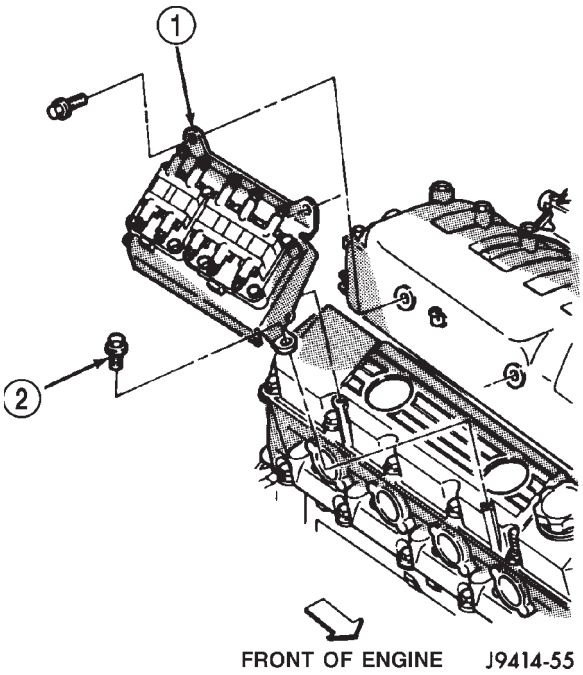
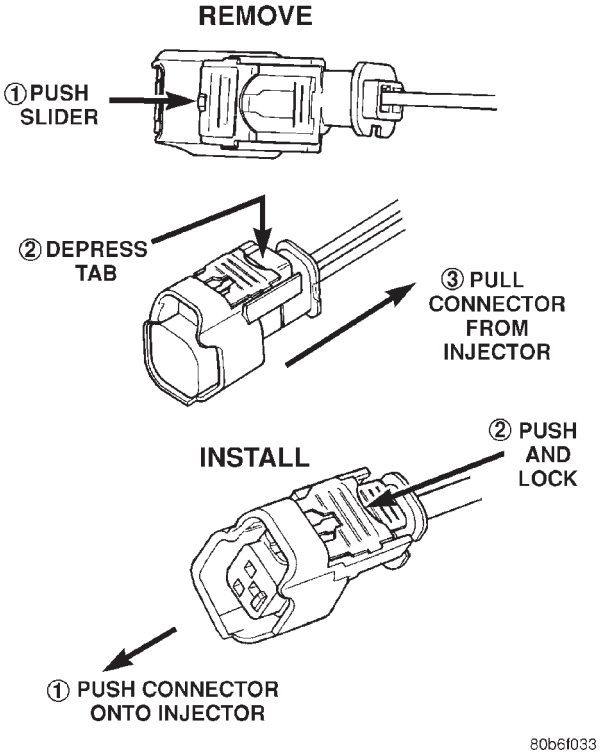

Fig. 29 Ignition Coil Pack and Mounting Bracket—8.0L V-10 Engine
Fig. 30 Remove/Install Fuel Injector Connector
(1) Remove negative battery cable at battery.
(2) Remove air cleaner housing and tube.
(3) Perform fuel pressure release procedure. Refer to Fuel Delivery System section of this group.
(4) Disconnect throttle body linkage and remove throttle body from intake manifold. Refer to Throttle Body removal in this group.
(5) Remove ignition coil pack and bracket assembly (Fig. 29) at intake manifold and right engine valve cover (four bolts).
(6) Remove upper half of intake manifold. Refer to Engines for procedures.
(7) Disconnect electrical connectors at all fuel injectors. To remove connector refer to (Fig. 30). Push red colored slider away from injector (1). While pushing slider, depress tab (2) and remove connector (3) from injector. The factory fuel injection wiring harness is numerically tagged (INJ 1, INJ 2, etc.) for injector position identification.
(8) Disconnect fuel line quick-connect fitting at left-rear end of fuel rail. A special 3/8 inch fuel line disconnection tool will be necessary.
(3) Position the fuel rail/fuel injector assembly to the injector openings on the intake manifold.
(4) Guide each injector into the intake manifold. Be careful not to tear the injector o-ring.
(5) Push the **right** fuel rail down until fuel injectors have bottomed on injector shoulder. Push the **left** fuel rail down until fuel injectors have bottomed on injector shoulder.
(6) Install the six fuel rail mounting bolts into the lower half of intake manifold. Tighten bolts to 15 N·m (136 in. lbs.) torque.
(7) Connect electrical connectors at all fuel injectors. To install connector, refer to (Fig. 30). Push connector onto injector (1) and then push and lock red colored slider (2). Verify connector is locked to injector by lightly tugging on connector. The injector wiring harness is numerically tagged.
(8) Install upper half of intake manifold. Refer to Engines for procedures.
(9) Connect main fuel line at fuel rail. Refer to Quick-Connect Fittings for procedures.
(10) Install ignition coil pack and bracket assembly at intake manifold and right engine valve cover (four bolts).
(11) Install throttle body to intake manifold. Refer to Throttle Body removal in this group.
(12) Install throttle body linkage to throttle body.
(13) Install air cleaner tube and housing.
(14) Install negative battery cable at battery.
(15) Start engine and check for leaks.